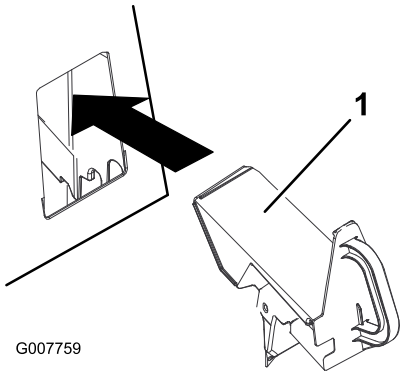

Figuur 21
3. Schuif de fijnmaakafsluiter in de opening, zoals getoond in Figuur 21.